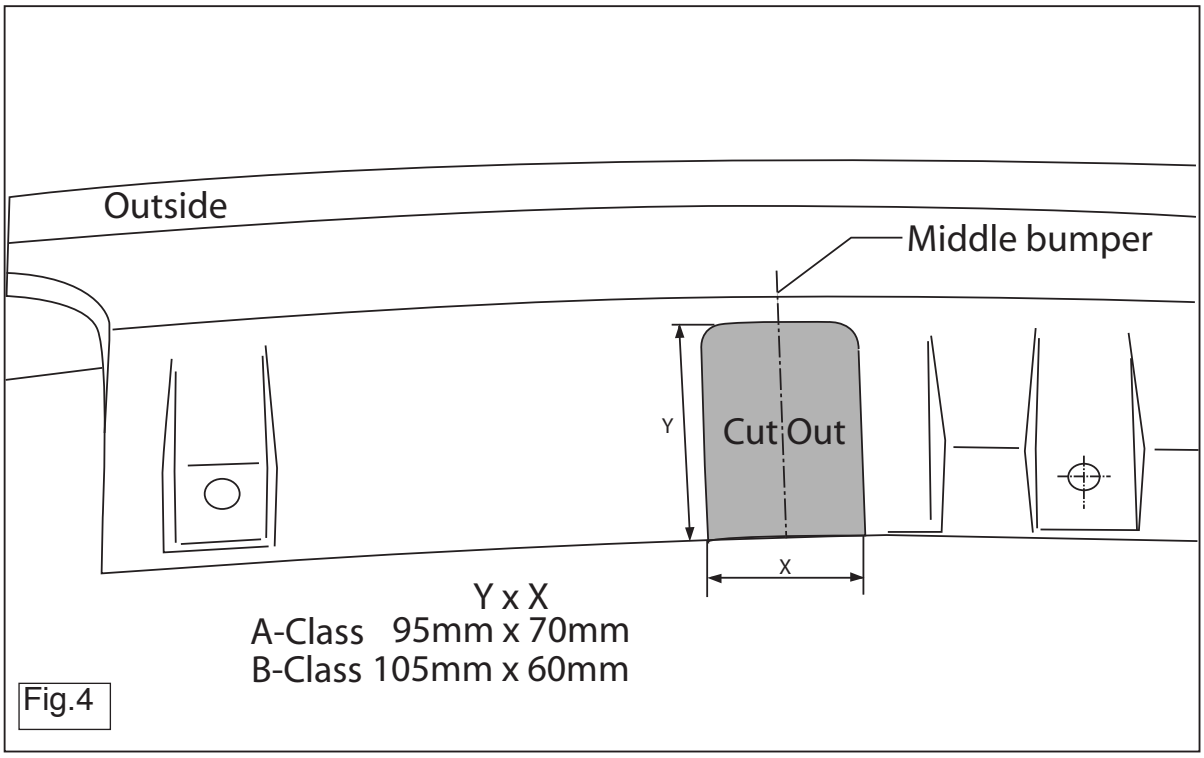

Fig.4
10. Saw a section out of the middle of the underside of the bumper as shown in fig 4.
10. Auf der Unterseite der Stoßstange einen Teil aus der Mitte gemäß Abbildung 4 herausschneiden.